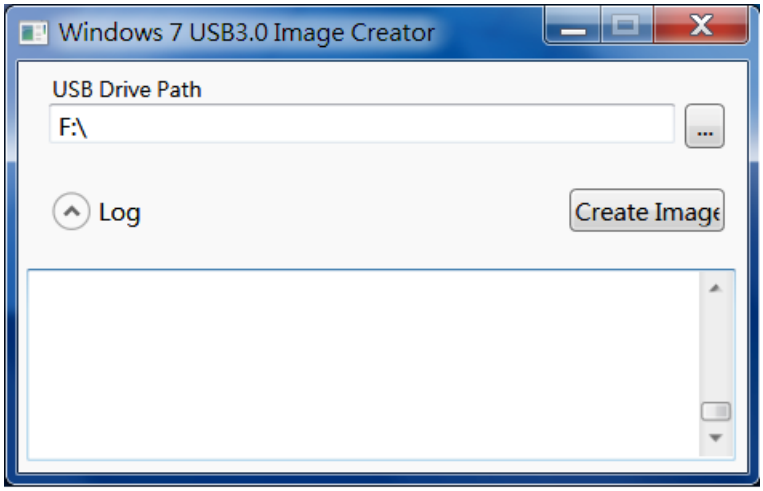

Figure 4-21: Windows 7 USB 3.0 Creator Utility
Step 6: The Windows 7 USB 3.0 Creator Utility screen appears (**Figure 4-21**). Click ... to browse to the root of the USB drive containing the Windows 7 image.